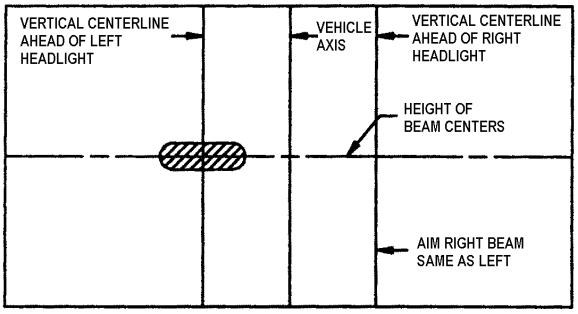

FIGURE 47: HIGH-INTENSITY ZONE (SHADED AREA) OF A PROPERLY AIMED UPPER BEAM ON THE AIMING SCREEN 7.6 M (25FT) IN FRONT OF VEHICLE 06503
5. High beam headlights are aimed so that the center of the high-intensity zone is located at the horizontal and straight ahead vertically (Fig. 47).